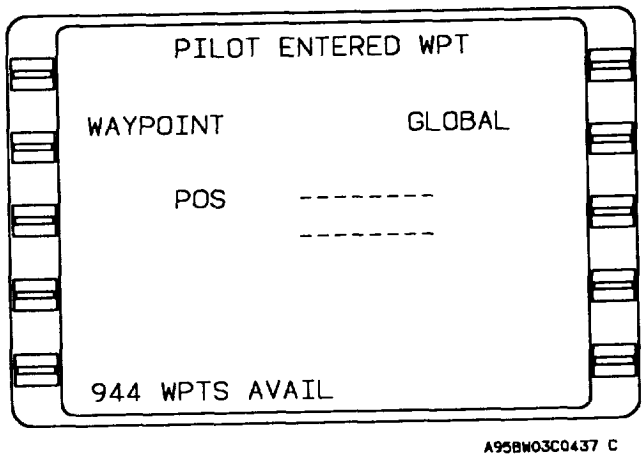

Figure 3-63. Pilot Entered Waypoint Page
(3) OFFSET WAYPOINT 1/1 (page 1 of 1) (fig. 3-63).